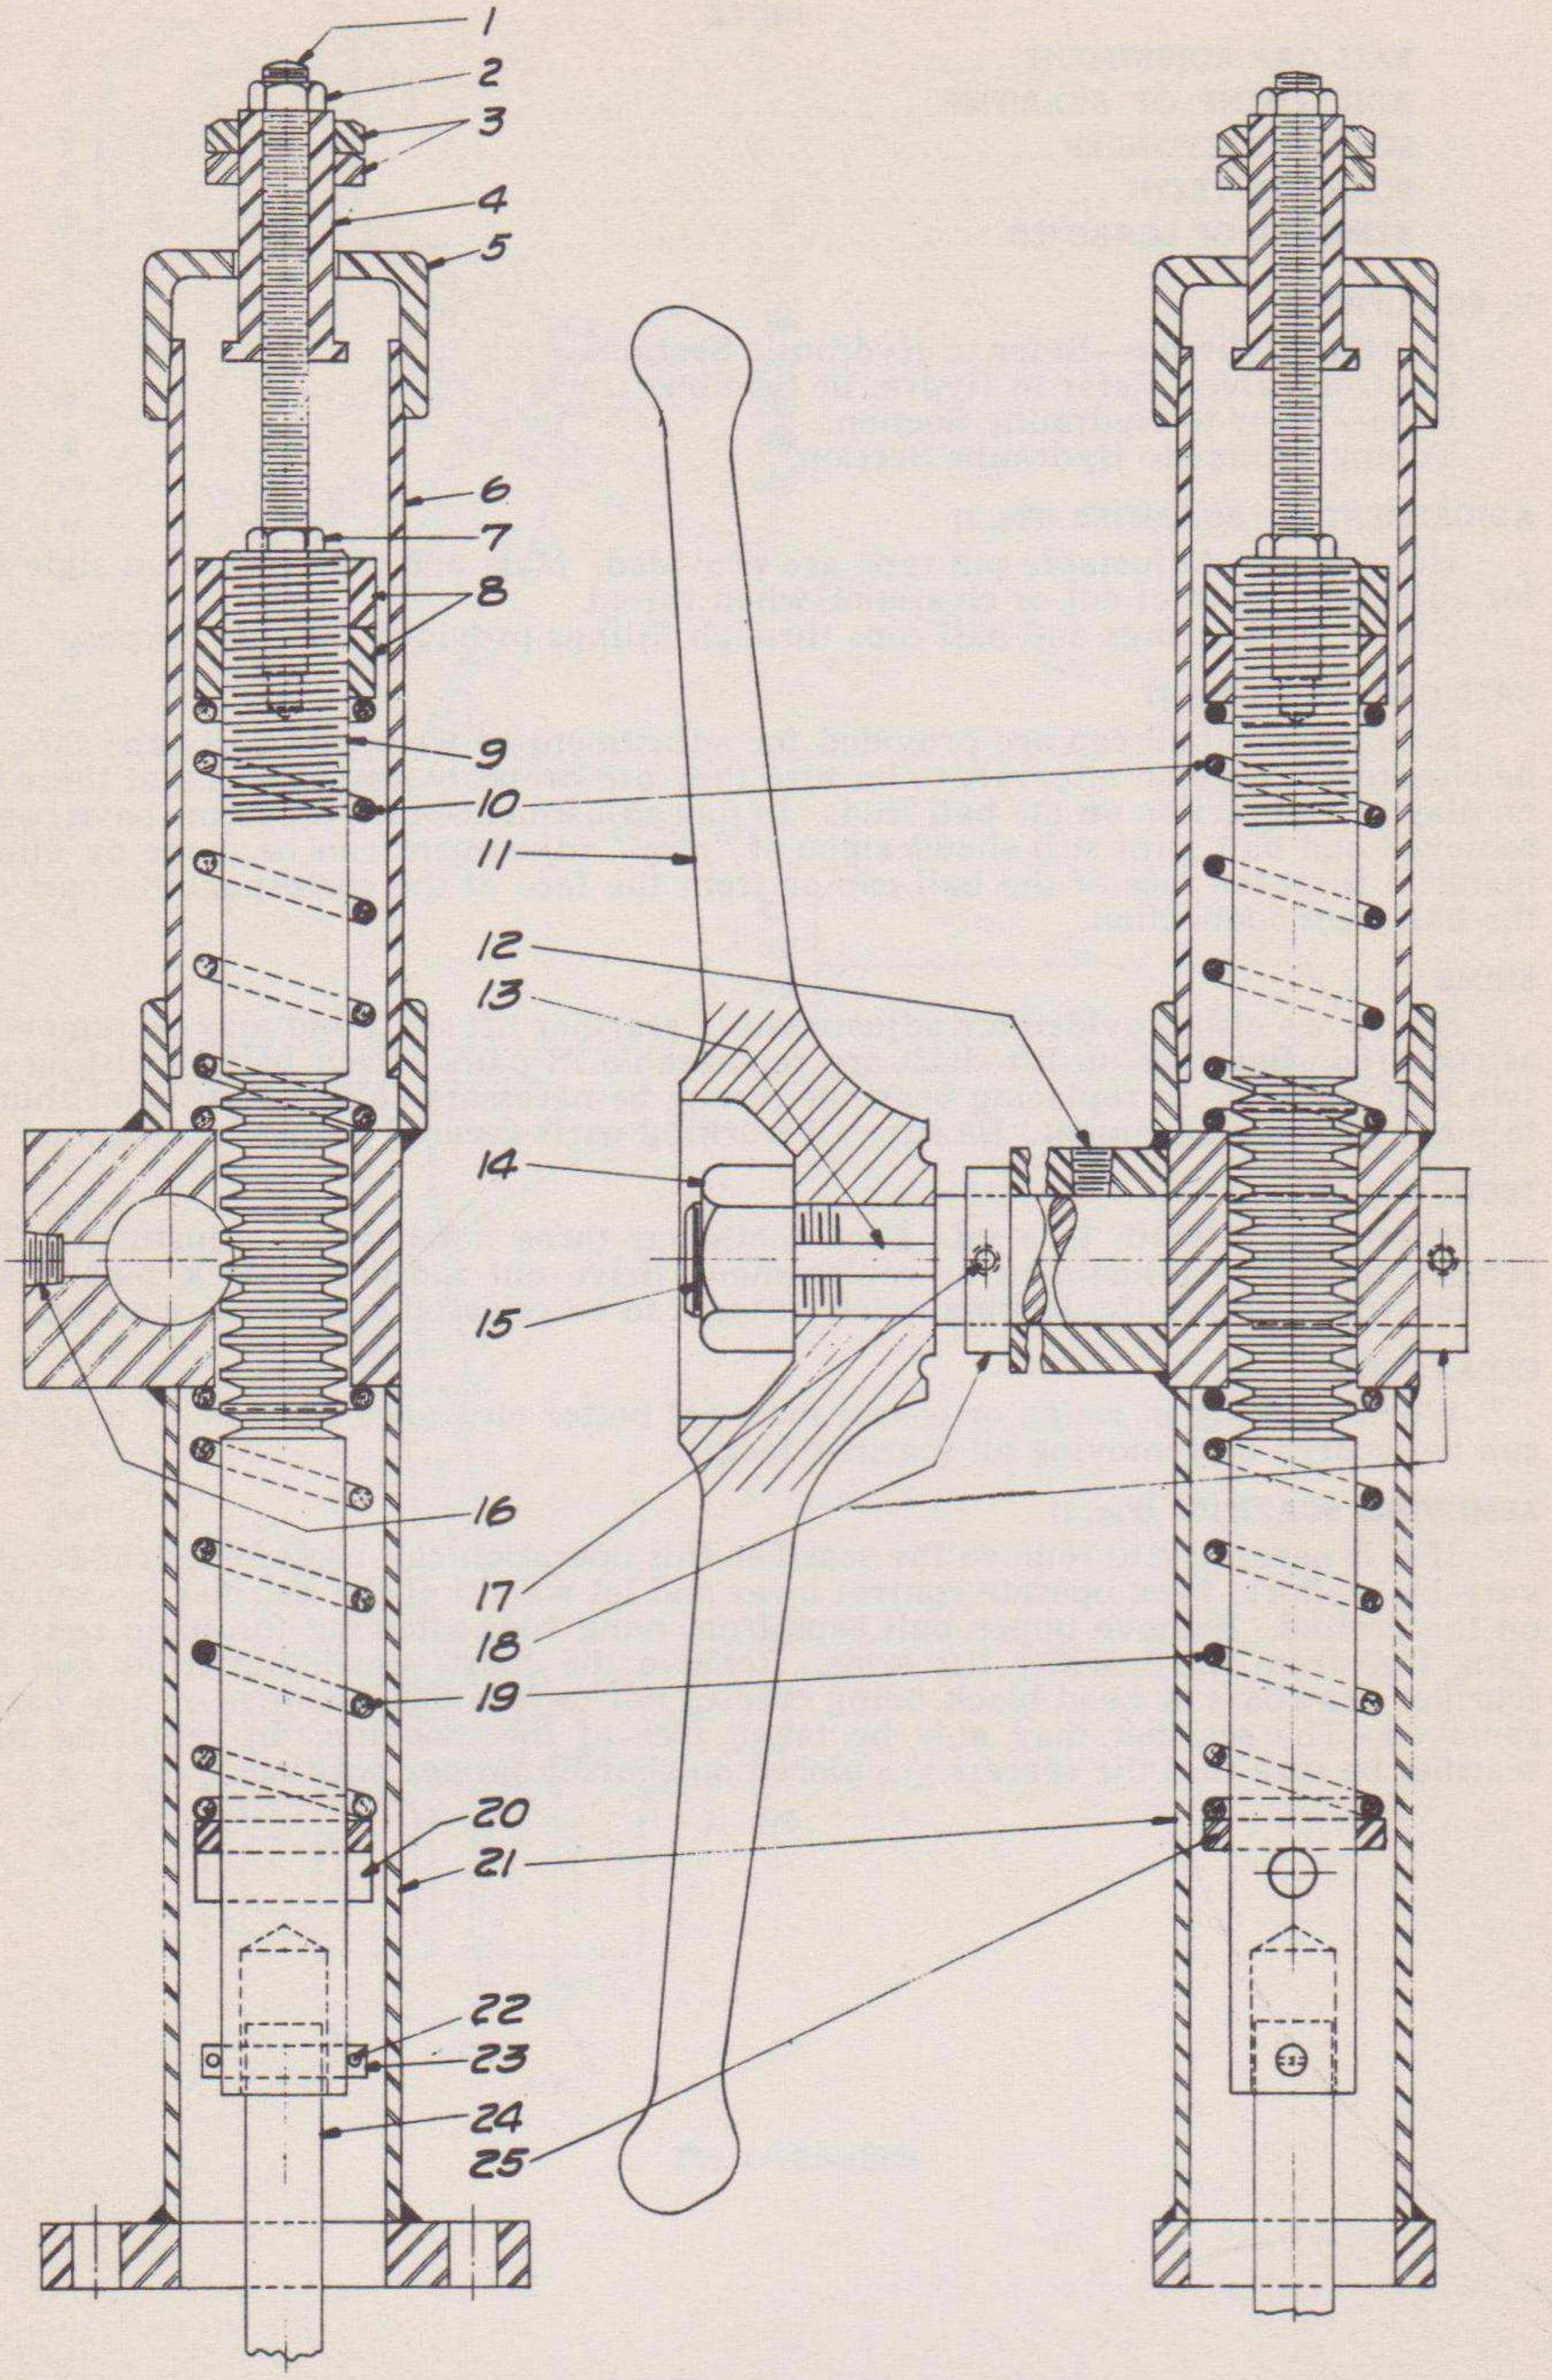

Fig. 3—Steering Wheel and Valve
1. STEERING VALVE AND BRACKET ASSEMBLY (Figure 3)